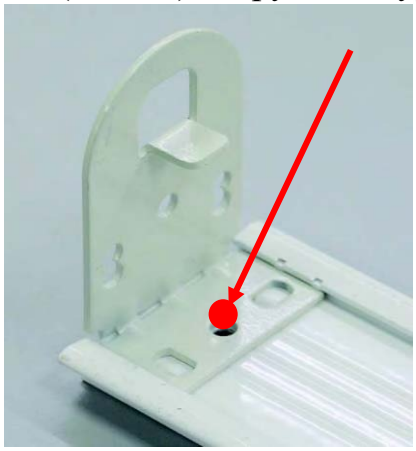
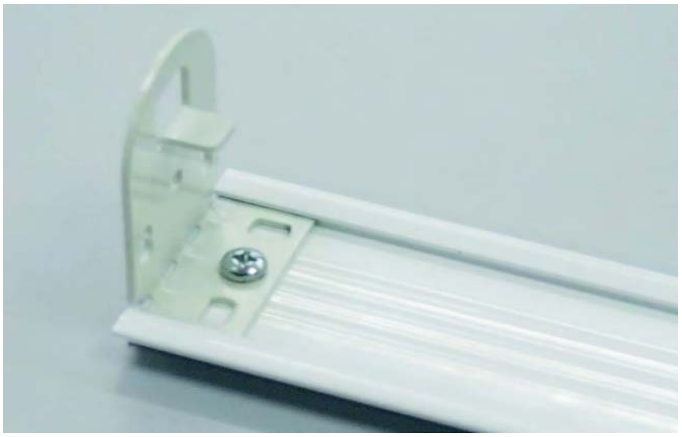

Рис.14
Рис.15
1. Вставить *кронштейн 36мм М (310316-0000)* в монтажный профиль заподлицо с ним. Просверлить в центре отверстие сверлом ∅2, как показано на (**Рис.14**). Вкрутить шуруп 2,9х6,5 (**Рис.15**)